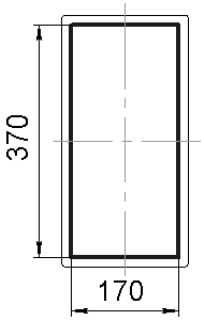

Рис. 1.51
5. Укажите верхнюю грань листа. Она будет выделена зеленым цветом. Создайте эскиз в виде прямоугольника с указанными размерами. Завершите эскиз (рис. 1.51).